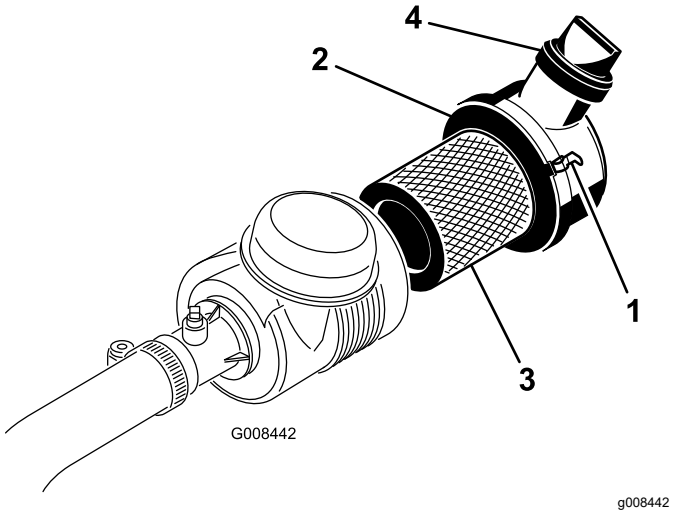

**Figuur 30**
1. Maak de sluitingen los waarmee het deksel van het luchtfilter is bevestigd aan het luchtfilterhuis (Figuur 30).
7. Zorg dat het deksel met de vergrendelingen vastzit aan de behuizing (Figuur 30).